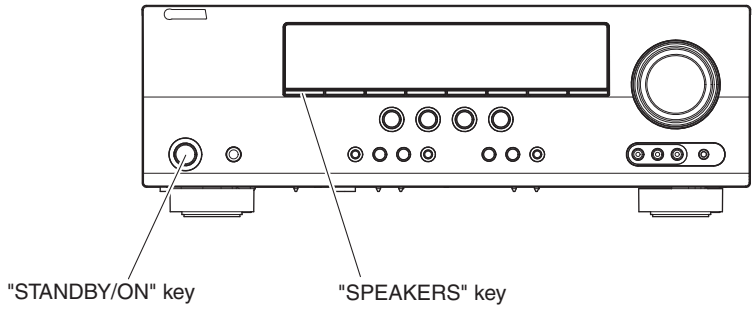

Fig. 2
1. While pressing the “STANDBY/ON” and “SPEAKERS” keys of this unit, connect the power cable of this unit to the AC outlet. (Fig. 2)
The FIRMWARE UPDATE mode is activated and “SPDIF Upgrade” is displayed. (Fig. 2)